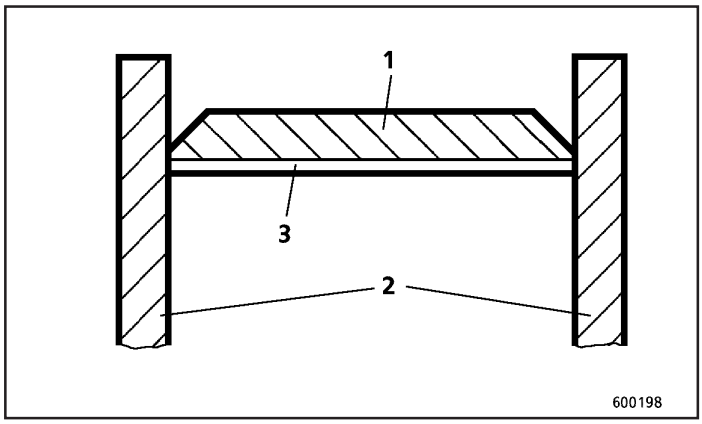

Fig.84
3. Fixe placas posteriores de apoio (3, Figs. 84 e 85) nas duas extremidades remanescentes da chapa de base (1). Ajuste as chapas de maneira apropriada e eliminando qualquer folga.